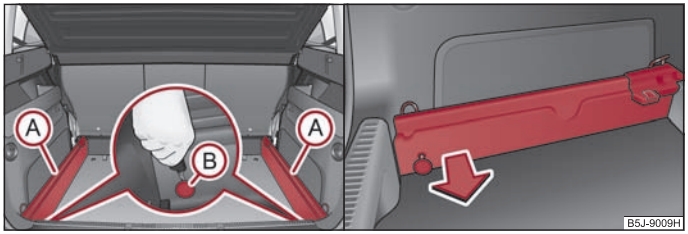

Fig. 63 Luggage compartment: Slacken check points / remove carrier rails
- Slacken the check point (B) on the carrier rails using the vehicle key or a flat screwdriver ⇒ fig. 63.
- Grasp the carrier rail (A) ⇒ fig. 63 on the right and take it out by pulling in direction of arrow. The carrier rail on the other side of the luggage compartment can be removed in the same way.